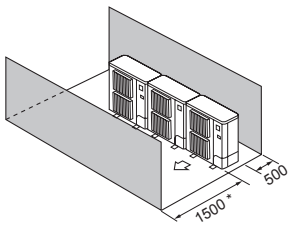

Abb. 2-16
(4) Hindernisse nur auf der Vorder- und Rückseite (Abb. 2-16)